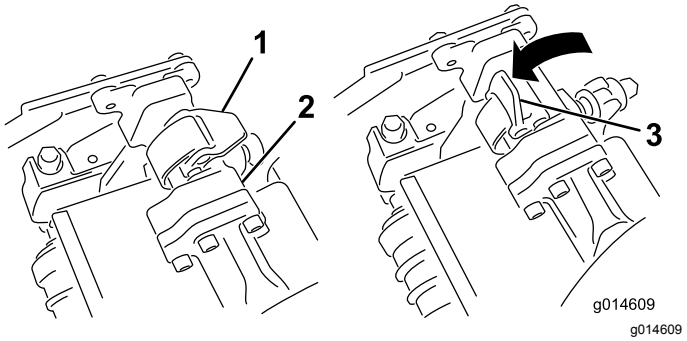
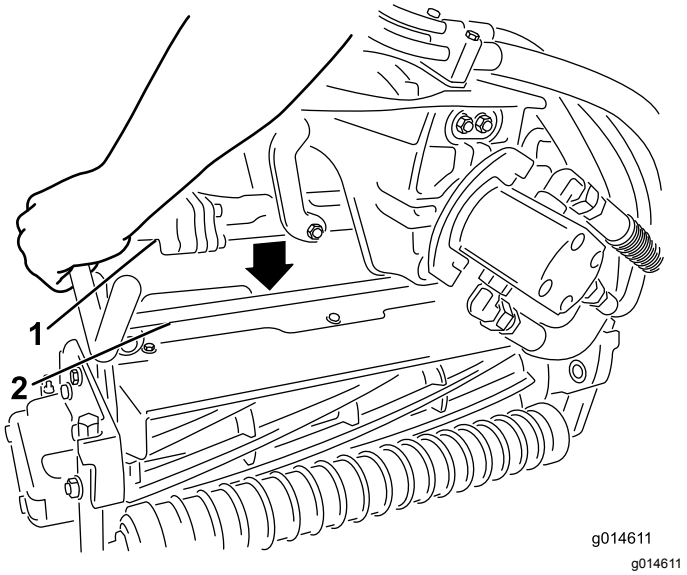

**Figur 45**
**Figur 46**
3. Låt spärrarna på upphängningsarmstången peka uppåt (dvs. de ska vara öppna) (Figur 45) och tryck upphängningsarmen nedåt så att stången passar över stången över ovansidan av klippenheten (Figur 46).
4. Fäll spärrarna nedåt och runt klippenhetsstången och lås dem på plats (Figur 45).
4. Öppna spärrarna på upphängningsarmstången på den klippenhet som du tar bort (Figur 45).